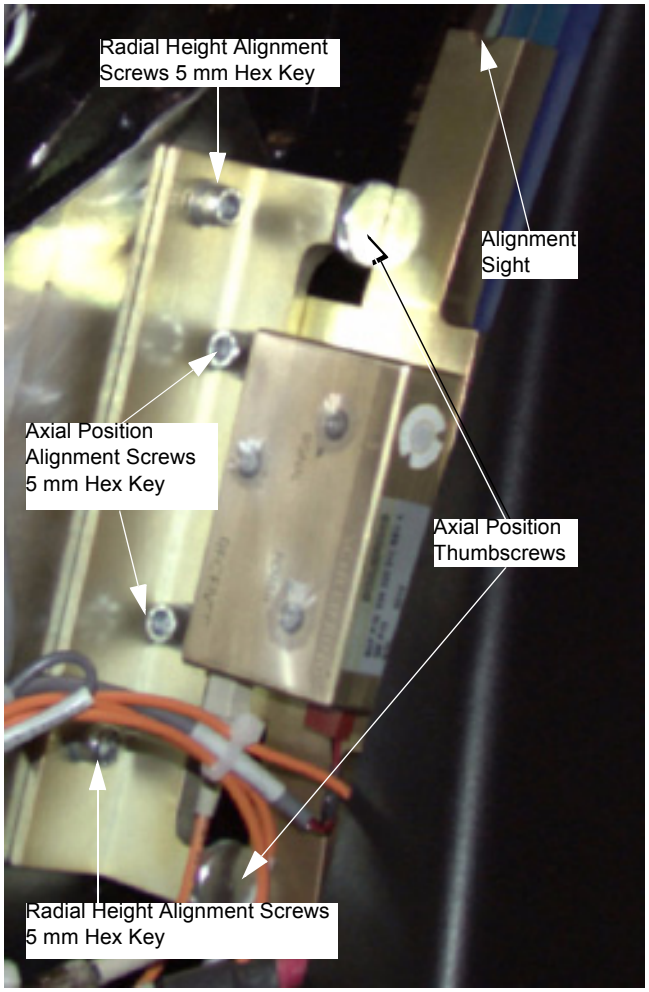

Figure 8-36 333 MBaud HSDCD Receiver
6.) Tighten the radial screws. Press slightly on the top of the **HSDCD** antenna as the adjustment screws are tightened. Reference Figure 8-36.
8.) Using the alignment sights at each end of the **HSDCD** antenna, center it above the center trace on the emitter PCB. Reference Figure 8-36.